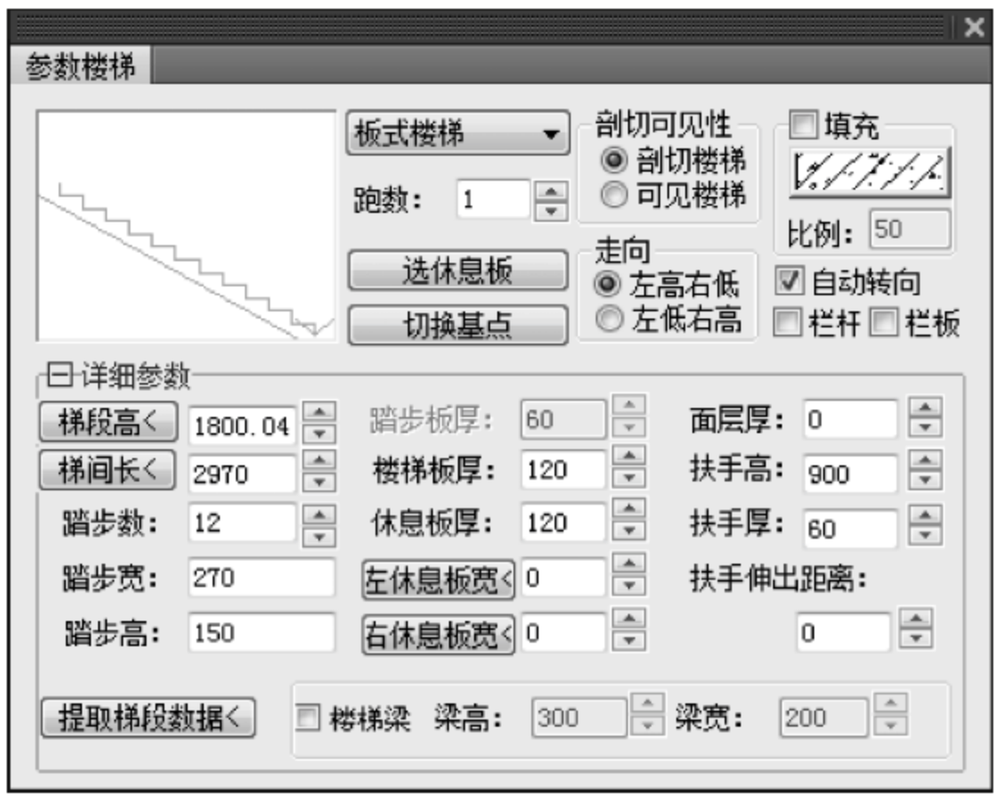

图 16-28　“参数梯段”对话框
(1) 单击菜单中的“剖面”→“参数楼梯”命令，此时界面出现剖面直楼“参数梯段”对话框，具体数据如图 16-28 所示。